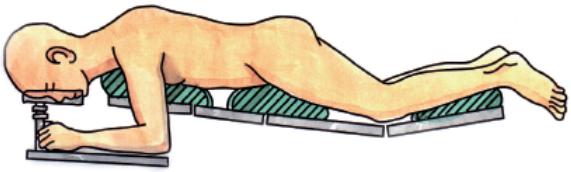

图 1a
- 本手术需要在 X 线透视或导航系统的帮助下完成，所以病人要俯卧在一个可透视的手术床上，确保正位和侧位的完全透视（图 1a）。